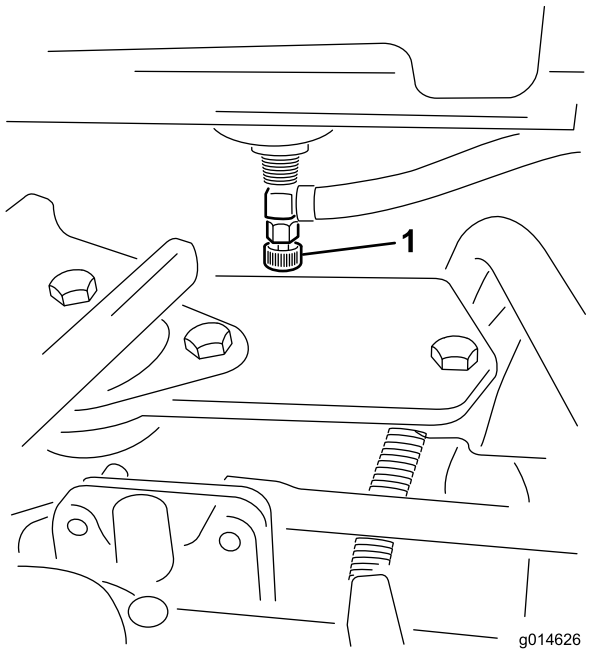

Figuur 49
1. Sluit de brandstofafsluitklep (Figuur 49) onder de brandstoftank.